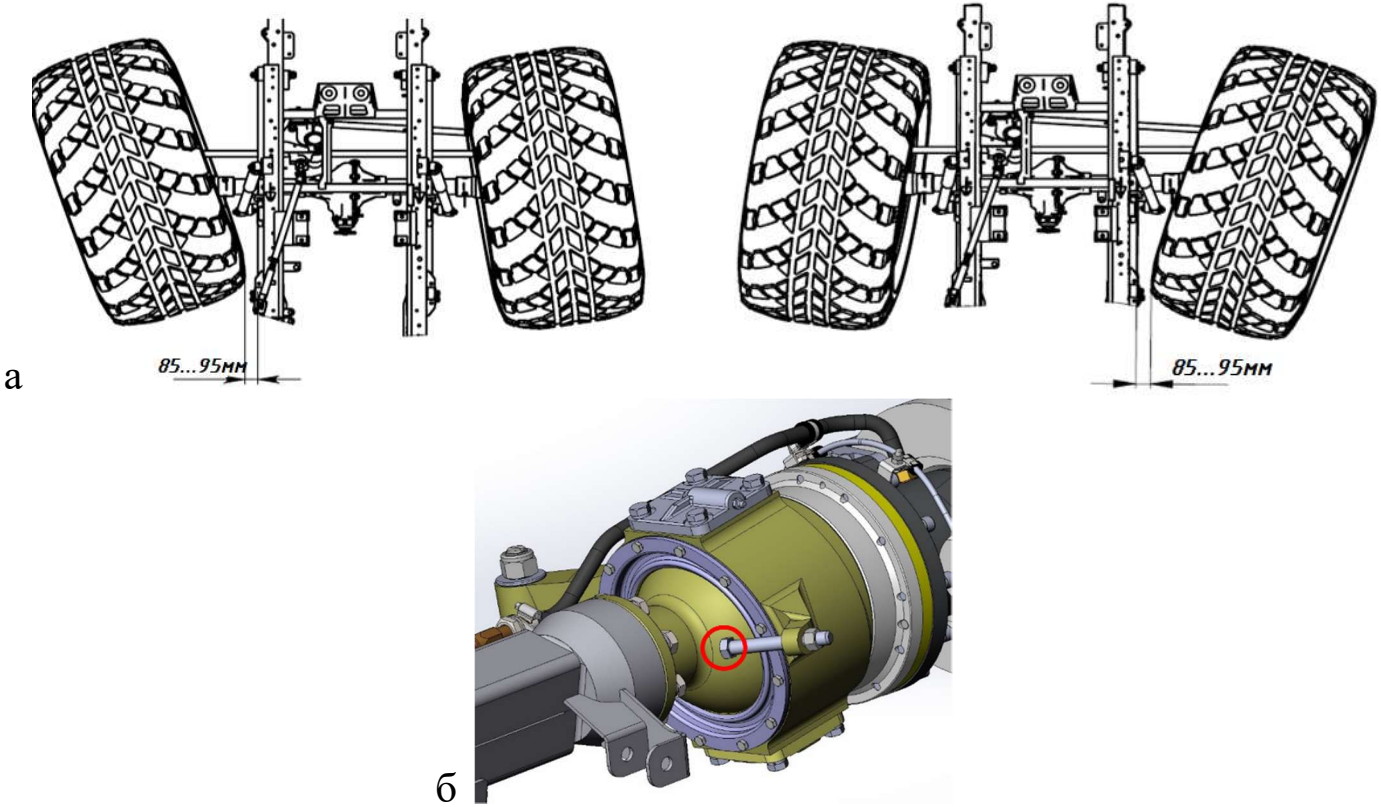

Рис. 6.20. Регулировка углов поворота колес.
8. Произвести регулировку углов поворота колес переднего моста влево и вправо путем закручивания или выкручивания упорных болтов на поворотных кулаках (Рис. 6.20 б), обеспечив расстояние 85 – 95 мм от шины внутреннего к повороту переднего колеса до внешней стороны коренного листа рессоры при вывернутых до упора колесах (Рис. 6.20 а).
12. Установить колеса ВТС на твердую горизонтальную поверхность и запустить двигатель. Упоры отрегулированы правильно если не происходит перекоса моста при повороте рулевого колеса от «упора» до «упора». При этом упорные болты 1 (рис. 6.20 б) **должны не доходить** до балки моста 0,5…1 мм.
13. При увеличенном зазоре от упорного болта 1 (рисунок 6.20 б) до балки (более 0,5…1 мм) (колеса ВТС стоят на твёрдой опорной поверхности, двигатель запущен) выполнить дополнительную регулировку упоров:
б) Поворачиваем руль до упора вправо. Вращаем упор ограничительного винта 1 против часовой стрелки, контролируя при этом расстояние между упорным болтом и упором (рисунок 6.20 б). Расстояние должно быть не более 0,5…1 мм.
в) Поворачиваем руль до упора влево. Вращаем упор ограничительного винта 2 против часовой стрелки, контролируя при этом расстояние между упорным болтом и упором (рисунок 6.20 б). Расстояние должно быть не более 0,5…1 мм..